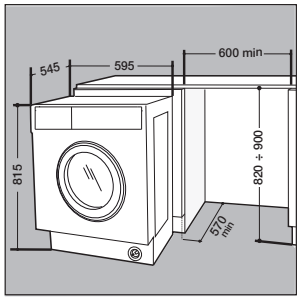

Fig. 6
- Împingeți aparatul în deschidere, aliniindu-l cu celelalte piese de mobilier *(fig. 6)*.